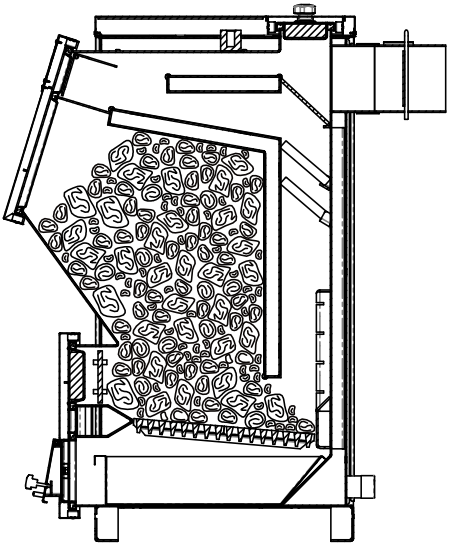

Рис.7 Схема загрузки котла.
8.4.5. Добавьте очередную порцию топлива, когда разгорится первый слой основного топлива, равномерно распределить его по всему объему в соответствии рис.7.